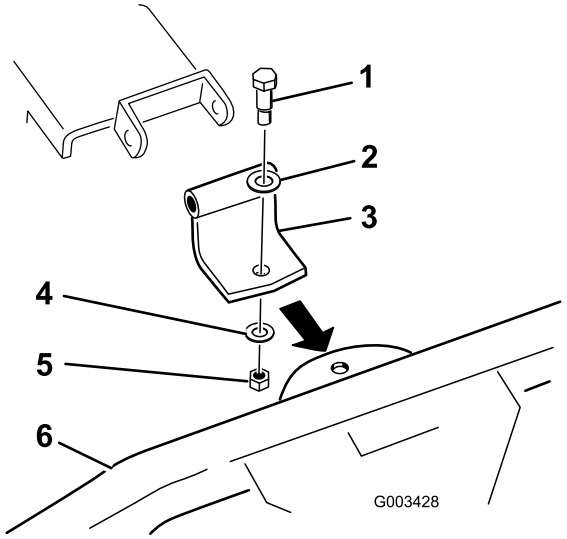

Figur 3
- Använd det böjda tappfästet i enlighet med Figur 3 om fästet i änden på tandräfsan är vänt uppåt.